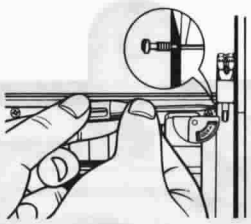

Fig. 3
2. Loosen the cartridge setscrew by using the attached screwdriver. **(Completely loosen the screw until it is feed as shown in Fig. 3.)**